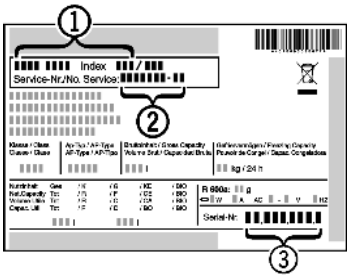

Fig. 20
▶ Считать обозначение устройства *Fig. 20 (1)*, сервисный номер *Fig. 20 (2)* и серийный номер *Fig. 20 (3)* с заводской таблички. Заводская табличка находится внутри устройства слева.